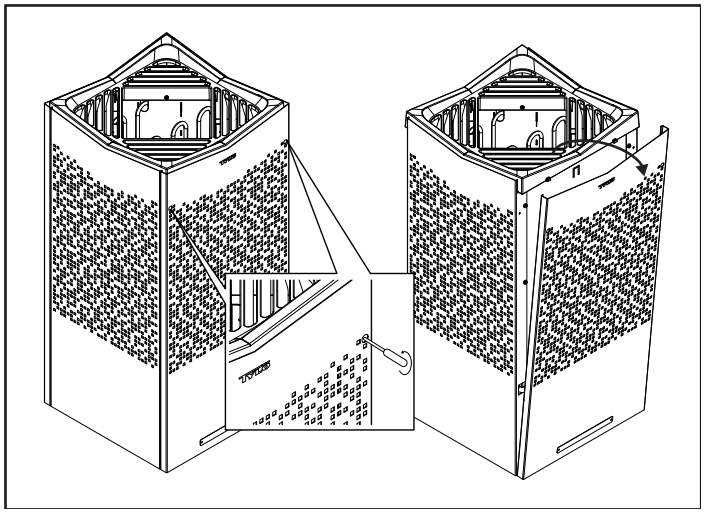

Fig 7: Ta bort fronten, genom att lossa de dolda skruvarna torx 20
1. Skruva bort front, se Fig 7.